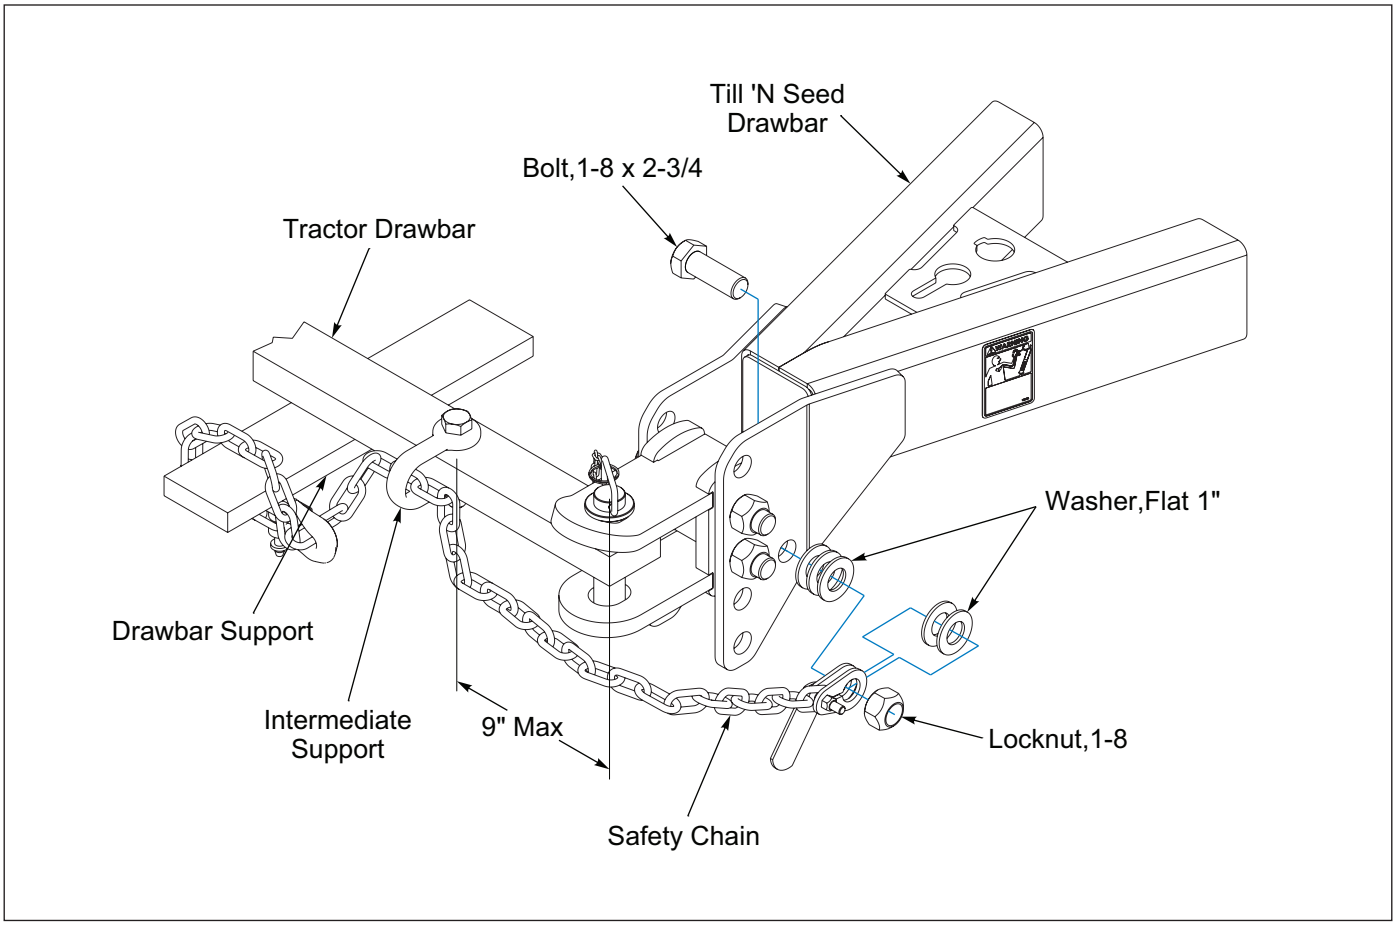

Figure 1-2: Safety Chain
3. Attach the chain to the tractor drawbar support or specified anchor location. Never attach the chain to an intermediate support. Allow only enough slack in the chain to permit turning. The distance from Hitch Pin to attachment point or intermediate support point should not exceed 9 inches. **See Figure 1-2.** If the distance from the Drawbar Pin to either the front or rear chain attachment point exceeds 9 inches, intermediate chain support is required. **Refer to Tractor Operator's Manual**